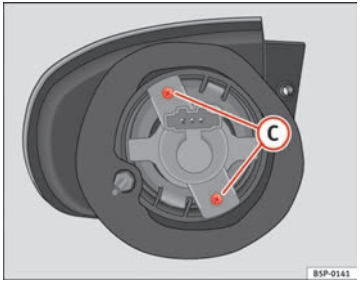

Fig. 198 Turn signal
– Unscrew the bolts ⇒ Fig. 198 (C) from the bulb holder and pull on this.
– Unscrew the bolts ⇒ Fig. 198 Ⓒ from the bulb holder and pull on this.